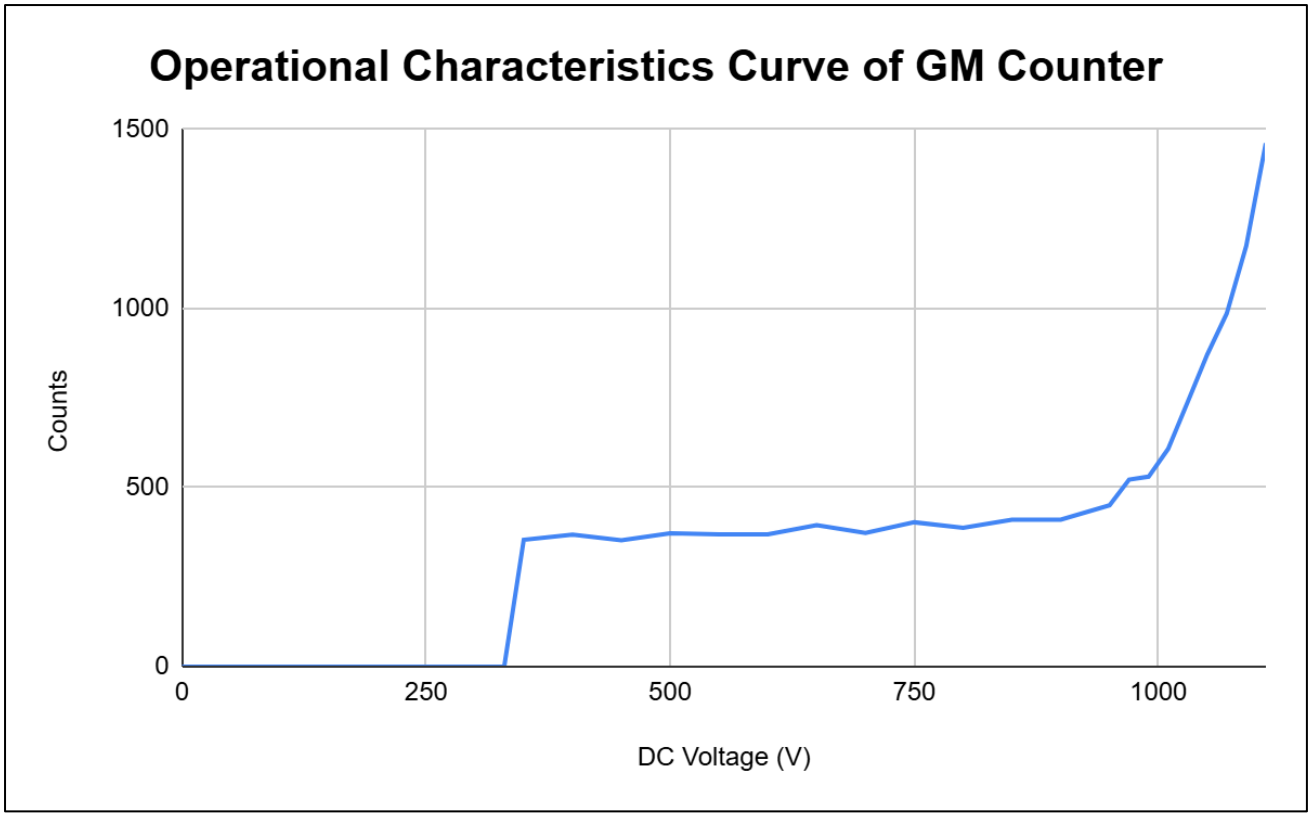

Figure 5: Operational Characteristics Curve
- As can be seen from Figure 5, the Geiger-Muller region for the operational characteristics curve is from 350 V -950 V. The operating voltage is chosen at the midpoint of the plateau. Thus, **Operating Voltage = (350 + 950)/2 = 650 V.**